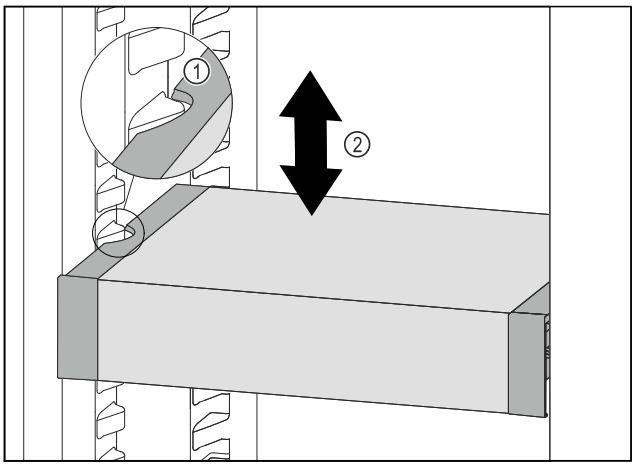

Fig. 171
▶ Trageți în față VarioSafe, până când degajările laterale ale VarioSafe se află la înălțimea nervurii recipientului din frigider. *Fig. 171 (1)*
▶ Mișcați în sus sau în jos VarioSafe în frigider, până când este atinsă înălțimea dorită. *Fig. 171 (2)*